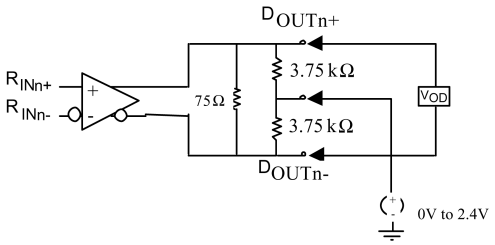

FIGURE 1. Common Mode Supply Test Circuit
1. When the true and complement LVDS outputs (having a 75Ω connected between outputs) are connected to 3.75 kΩ resistors and the common point of those 3.75 kΩ resistors are connected to a voltage source that sweeps from 0 to 2.4V, the DC V_{OD} and ΔV_{OD} are still maintained (see Figure 1).